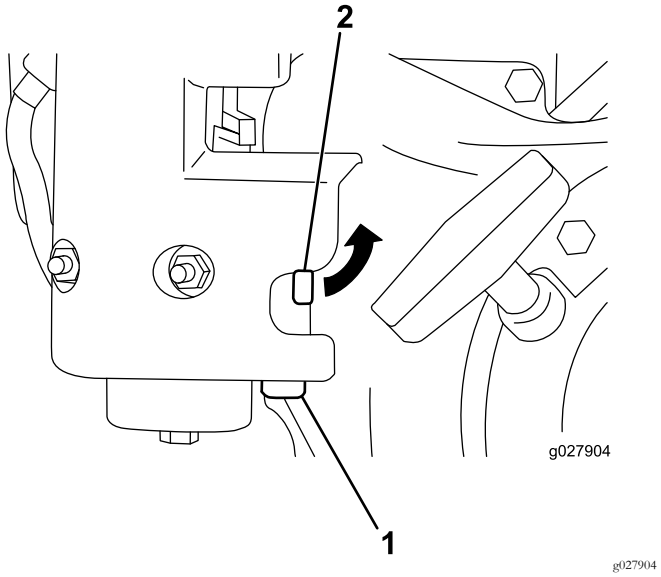

**Figur 29**
1. Luk brændstofafbryderventilen, og skru bundfældningsskålen af karburatorhuset (Figur 29).